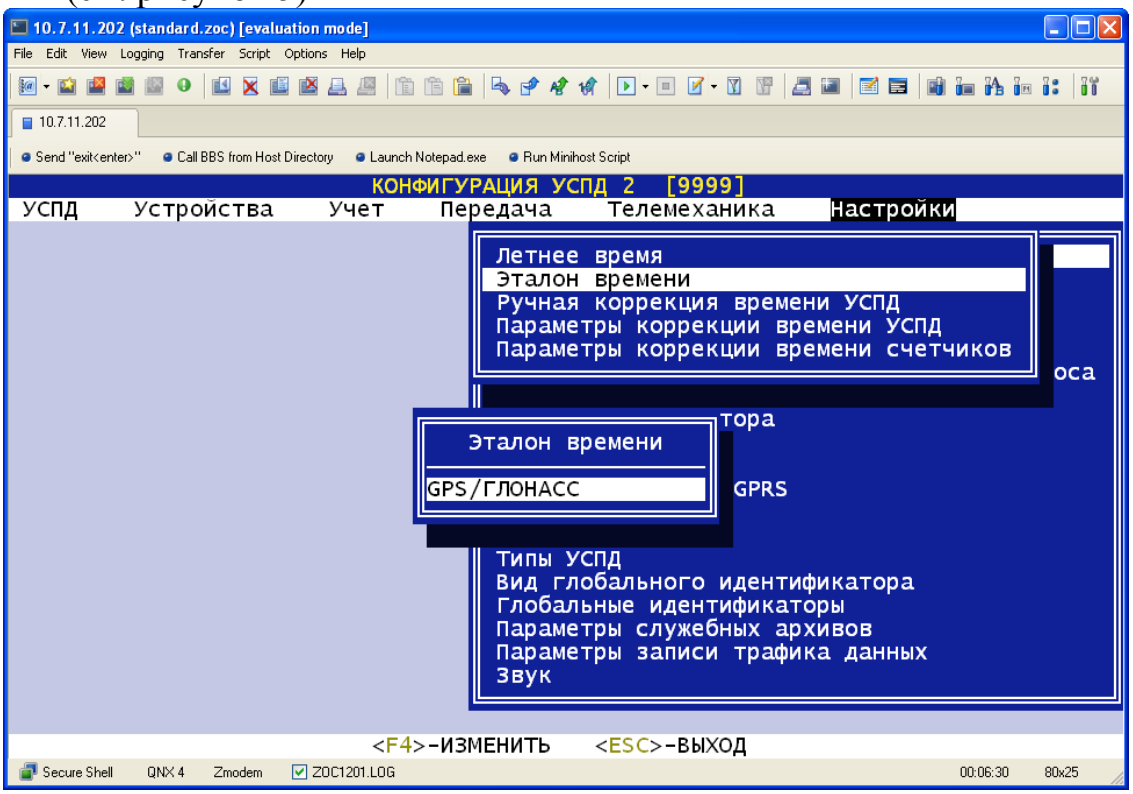

Рисунок 5
2.3.1.13 Установить в настройках времени «GPS/ГЛОНАСС» (см. рисунок 5)